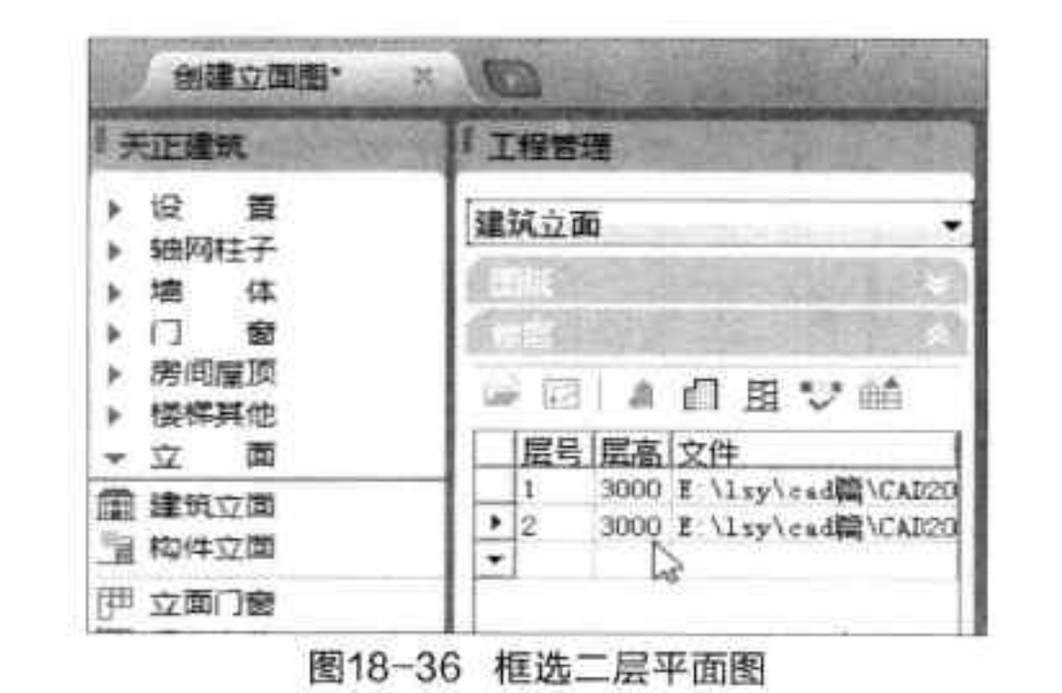

图18-36 框选二层平面图
Step 08 同样，在“层号”列表中输入“2”，单击“框选范围”按钮，框选出建筑二层平面图，如图 18-36 所示。